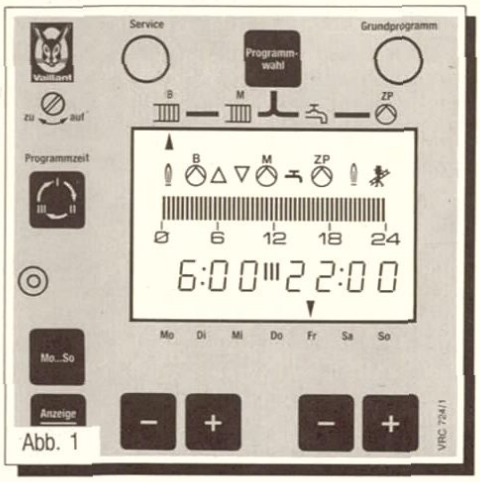

Abb. 1
- — Heizungsumwälzpumpe im Heizkreis Brenner (B) in Betrieb
- △ — Motormischer im Heizkreis Mischer (M) fährt ''Auf''
- ▽ — Motormischer im Heizkreis Mischer (M) fährt ''Zu''
- — Heizungsumwälzpumpe im Heizkreis Mischer (M) in Betrieb
- 16:15 — Aktuelle Uhrzeit (nicht in Abb. 1 dargestellt)